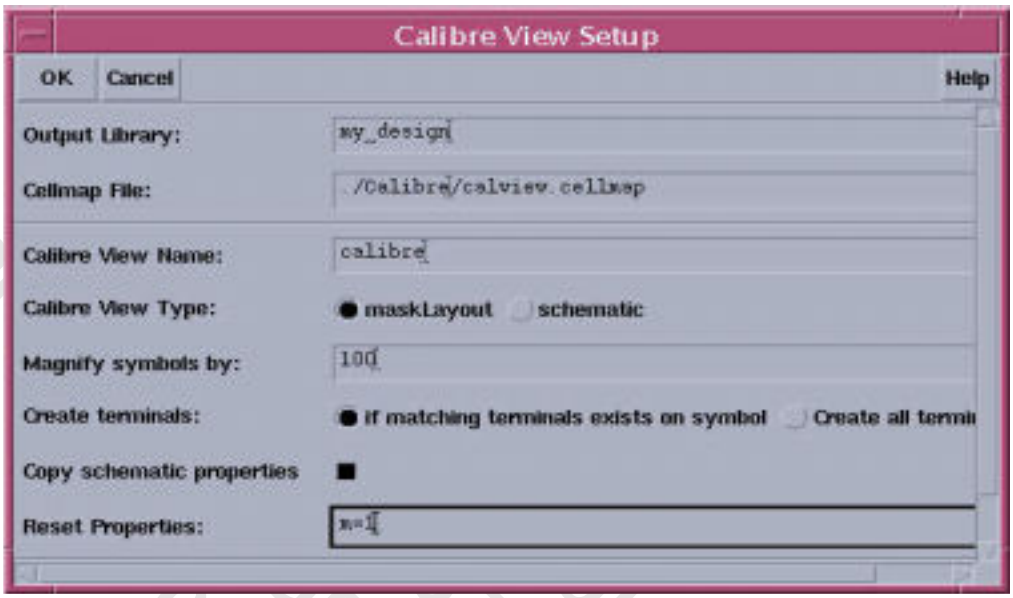

FIG. 38 Calibre view setup window
4. Click “OK” to run the Calibre GUI RC extraction. After the extraction run is completed, a calibre view setup window pops up. Specify the “Cellmap File”, “Magnify symbols by” and make sure the “Copy schematic properties” button is on (fig 38).